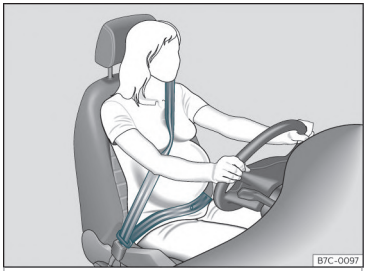

Fig. 12 Poziția centurii de siguranță în timpul sarcinii.
În cazul **femeilor însărcinate**, centura de siguranță trebuie să treacă uniform peste torace și cât mai jos posibil peste bazin, niciodată peste abdomen și trebuie să fie purtată întotdeauna corect pe perioada sarcinii»» **fig. 12**.
- **În cazul femeilor însărcinate, porțiunea pentru bazin a centurii trebuie să fie fixată cât mai jos posibil peste pelvis și să „înconjoare" întotdeauna abdomenul»» fig. 12.**